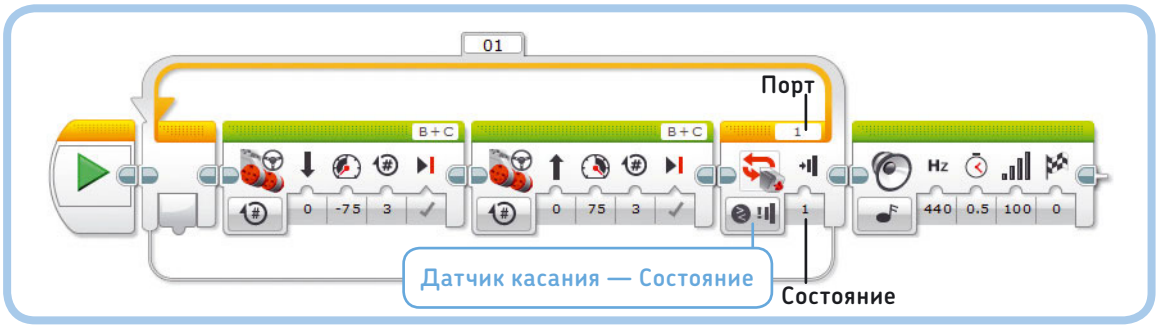

*Рис. 6.10. Программа LoopUntilTouch. Чтобы настроить блок **Цикл**, нажмите кнопку выбора режима и выберите пункт **Датчик касания** ▸ **Состояние***
Как вы узнали в главе 5, вы можете настроить блок **Цикл** (Loop) на повторение определенное число раз, или в течение некоторого количества секунд, или на бесконечное зацикливание. Вы также можете запрограммировать блок **Цикл** (Loop) на остановку цикла на основе входного сигнала от датчика. Например, вы можете сделать так, чтобы ваш робот двигался вперед и назад, пока кнопка датчика касания не будет нажата. Чтобы таким образом настроить блок **Цикл** (Loop), выберите режим **Датчик касания** ▸ **Состояние** (Touch Sensor ▸ State), как показано на рис. 6.10. Как и прежде, присвойте значение **1** параметру **Порт** (Port).
- Блок **Цикл** (Loop) в режиме **Сравнение** (Compare) проверяет новые значения датчика каждый раз при готовности запустить блоки внутри цикла. Если условие истинно, то программа переходит к блоку, расположенному после цикла; если оно ложно, то цикл запускается снова (см. рис. 6.10). Блоки **Цикл** (Loop) всегда находятся в режиме сравнения.